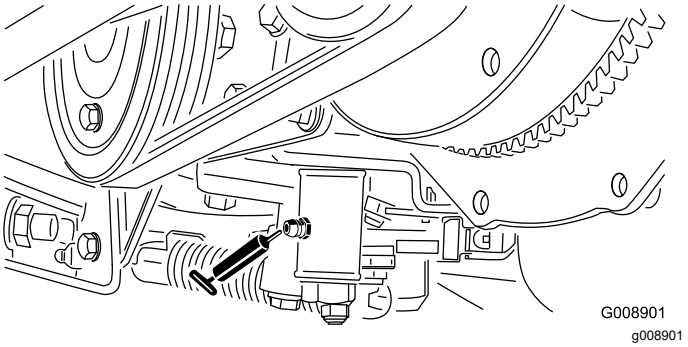

Figur 63
- Neutraljusteringsmekanismen (Figur 63)